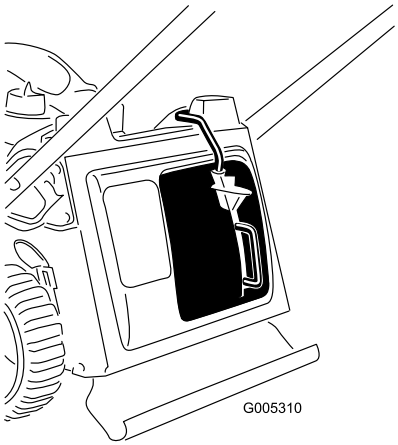

**Figur 9**
3. Släpp upp knappen på spaken och se till att överdelen på spaken ligger helt inne i brytarkanalen (Figur 9). **Om överdelen på spaken inte ligger i brytarkanalen kommer klipparen inte att starta!**